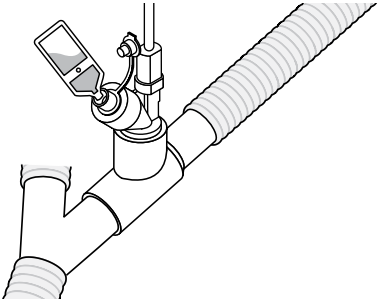

Rysunek 16. Napełnianie nebulizatora za pomocą ampułko-strzykawki
2. Za pomocą strzykawki lub ampułko-strzykawki dodać lek do otworu służącego do napełniania nebulizatora (Rysunek 16).